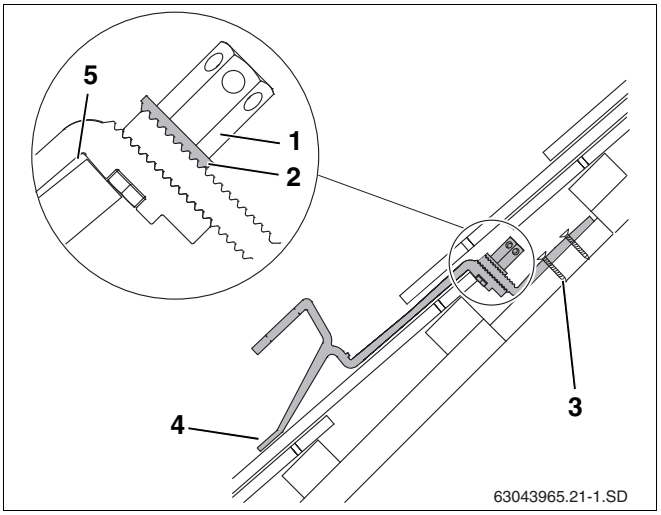

Рис. 19 Установленный кровельный крюк - разрез с обрезанной нижней частью
- Установите переднюю подпорку на черепицу таким образом, чтобы она при нагрузке прилегала к ней (рис. 19, **поз. 4**).
При этом должен быть зазор между кровельным крюком и верхним краем черепицы (рис. 19, **поз. 5**). При необходимости подгоните черепицу сверху.
Зубчатая подкладная шайба (рис. 19, **поз. 2**) должна войти в зацепление с нижней частью кровельного крюка.
- Затяните высокие гайки (рис. 19, **поз. 1**). Для этого вставьте ключ SW 5 в отверстие гайки и поверните его.
- Нижнюю часть кровельного крюка прикрепить к стропилам или доскам/брусу минимум в первом (рис. 19, **поз. 3**) и втором отверстии соответствующими шурупами.